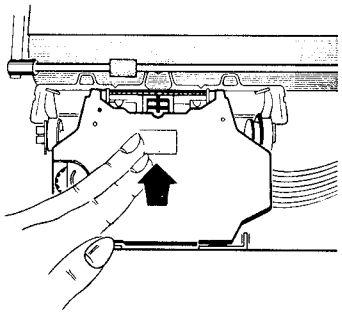

Abb. 4
2. Drücken Sie die Kassette nach unten (Abb. 4) bis sie hörbar einrastet.